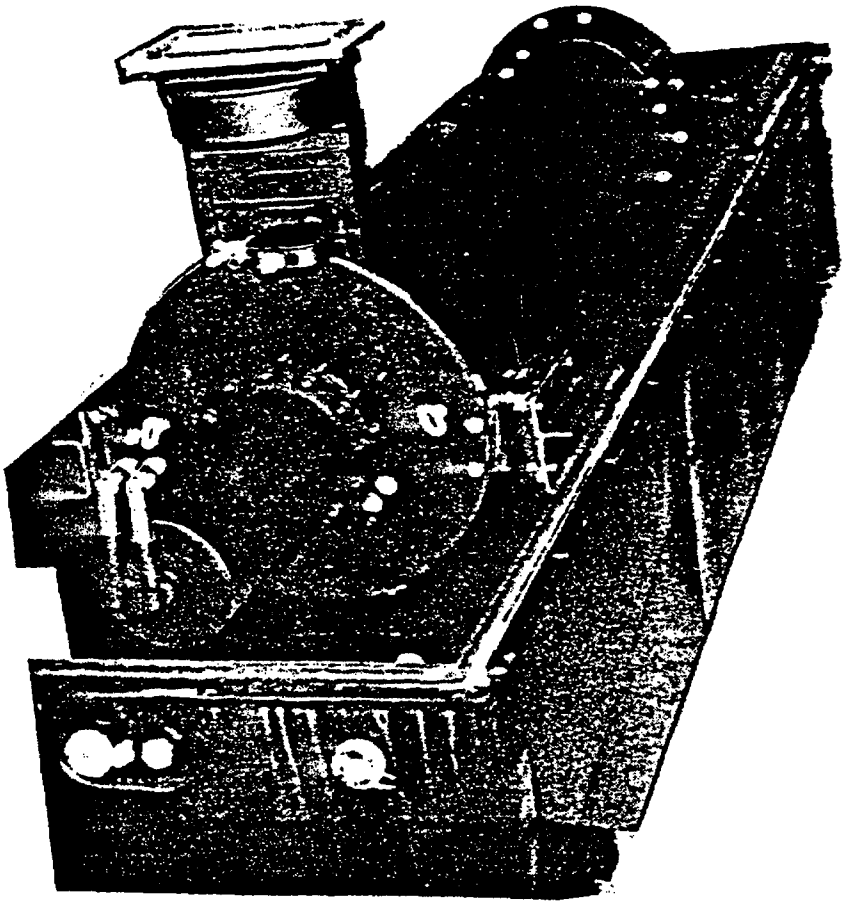

FIGURE 1. THE KLYSTRON IN ITS SHIPPING CONTAINER
1.2 Remove the bolts from the two side rails. The Klystron can now be raised to vertical. See Figures 1, 2, and 3.